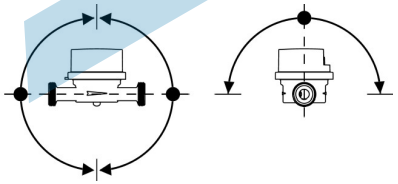

Рисунок 1 Схема установки счетчика на трубопроводе
- счетчик может устанавливаться на горизонтальном, наклонном и вертикальном трубопроводе в соответствии с рис.1 (устанавливать счетчик на горизонтальном трубопроводе счетным устройством вниз не допускается);